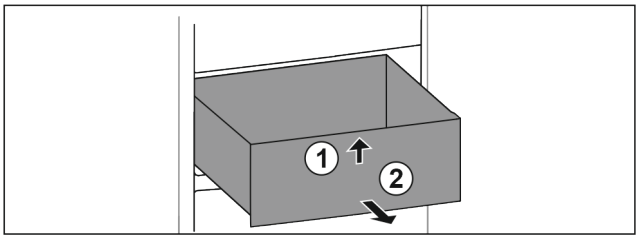

Fig. 82
▶ Paceliet atvilktni no priekšas. *Fig. 82 (1)*
▶ Izņemiet atvilktni virzienā uz priekšu. *Fig. 82 (2)*